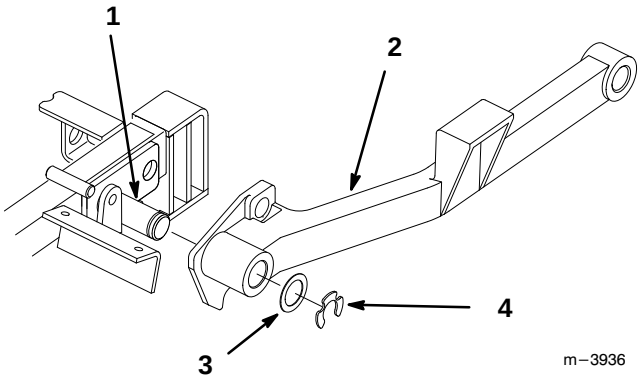

Figure 39
3. Remove the retaining ring and flat washer securing the push arm to the mower (Fig. 39).
6. Place push arm onto carrier frame pin and secure with 1-1/2” (38 mm) flat washer and retaining ring (Fig 39).